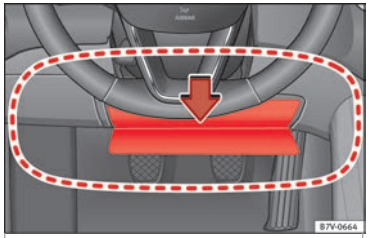

Afb. 29 Aan de bestuurderszijde: werkingsgebied van de airbag voor de knieën.
De rood gemarkeerde zone ››› afb. 29 (A) wordt bedekt met de airbag voor de knieën bij activering ervan (werkingsgebied). Om die reden mogen geen voorwerpen geplaatst of bevestigd worden in die zones.